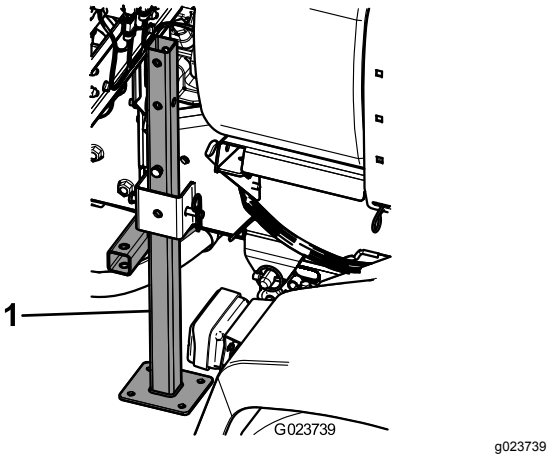

Figur 41
3. Før de bakre jekkstøttene inn fra bunnen, opp i rammen, nær de bakre festepunktene (Figur 41).